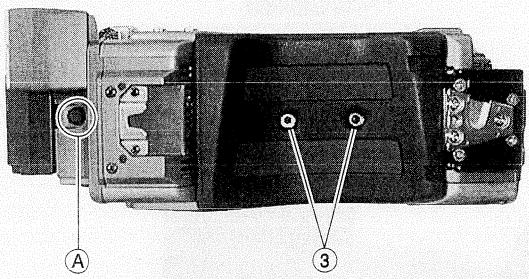

Fig. 1-1 Position of the Circuit Breaker
(1) Remove the left side cover (see section 1.2.1).
(2) Remove the 2 screws ③ and remove the shoulder pads (see Fig. 1-1).
(3) Remove the 4 screws ④ and remove the bottom cover.